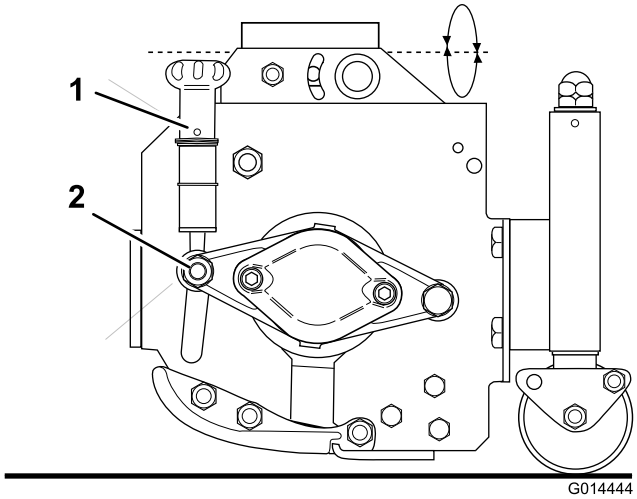

Figuur 72
3. Als afstelling nodig is, gaat u als volgt te werk: draai de moer (Figuur 72) aan beide kanten een kwartslag los.
4. Draai handwiel (Figuur 72) aan om de beurt aan iedere kant, terwijl u de maaicilinder terugdraait tot het mes de cilinder over de volle lengte net raakt.
6. Draai de moer (Figuur 72) aan beide einden weer vast.